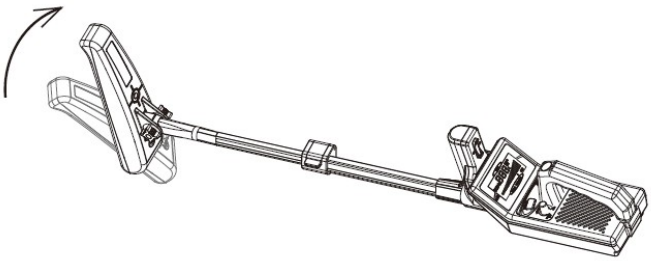

Figure 8
2. Faites pivoter le plateau de l'antenne principale pour qu'il soit perpendiculaire à la canne (voir figure 8).